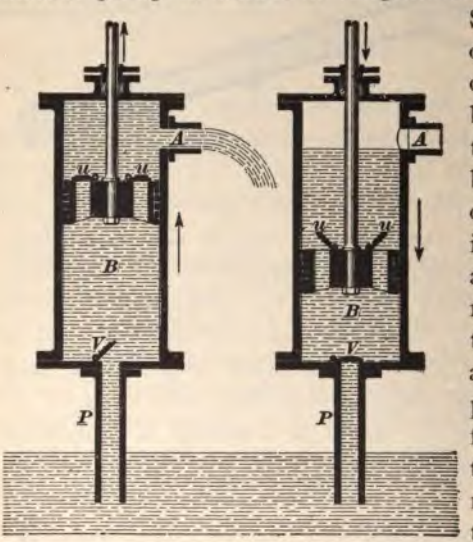

FIG. 25.
70. The Suction Pump.—A section of an ordinary suction pump is shown in diagrammatic form in Fig. 25.